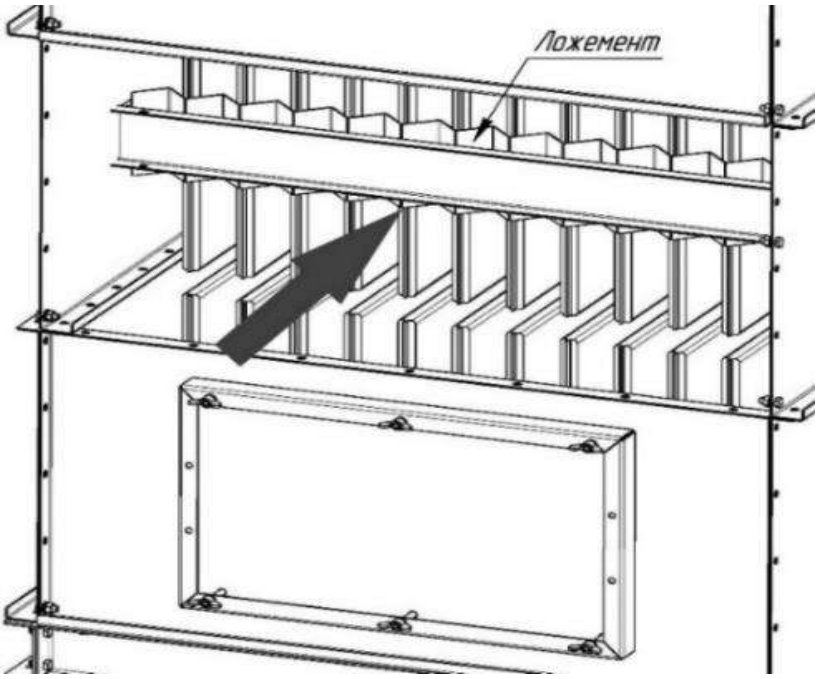

Рисунок 26
7) при необходимости протереть каркасы ветошью, надеть новые карманы. Аккуратно, не допуская повреждения карманов, вставить фильтровальные элементы в отверстия на панели внутри камеры чистого воздуха. Контролировать через смотровой люк правильное расположение фильтровальных элементов в камере загрязнённого воздуха. Торцевая частью карманов должна упираться в углубление ложемента, расположенного в фильтровальной камере (рисунок 26).